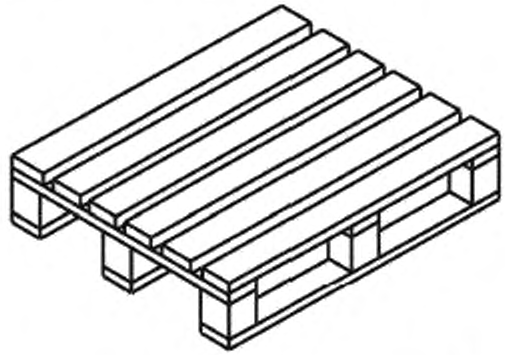

Рисунок 12 — Поддон со свободным проемом
3.12 **поддон со свободным проемом:** Плоский поддон, имеющий свободные проемы, обеспечивающие возможность ввода вилочного захвата без отрыва поддона от поверхности земли (см. рисунок 12).